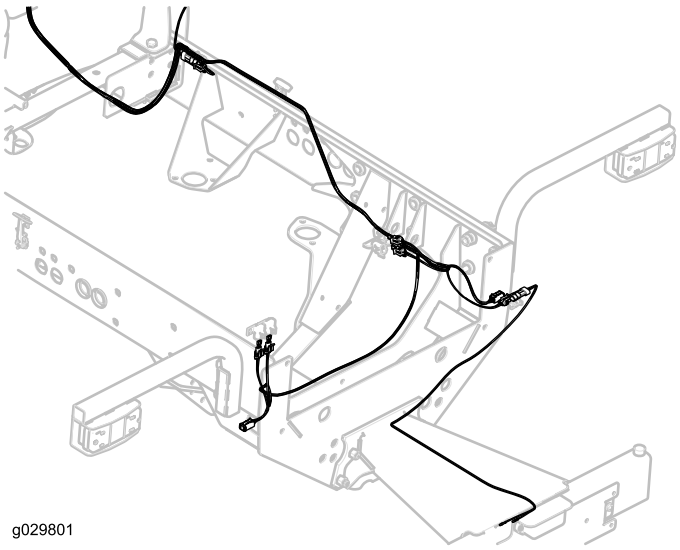

Figur 40
23. Før ledningsnettet til nummerpladelyset, og tilslut ledningsnetstikket i lygtestikket, hvis det er relevant (Figur 40).